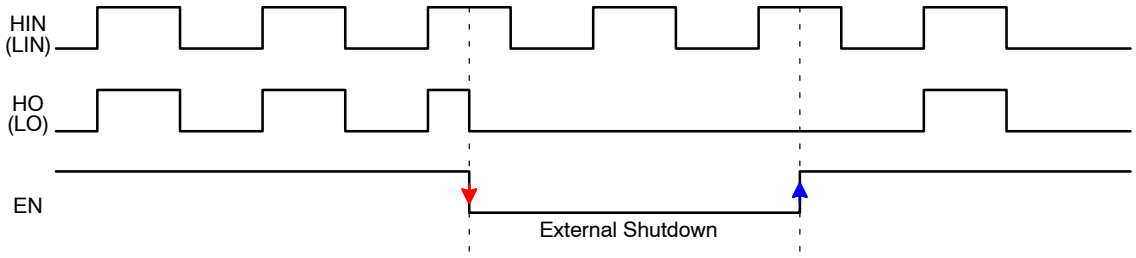

Figure 27. Timing Chart of Enable Function
Enable (EN) is internally pulled low to SGND so the driver is always defaulted to a disabled output status. Similar to HIN and LIN, EN is a Schmitt trigger TTL compatible input. Pulling the EN pin above 2.5 V maximum, enables the outputs, placing the NCP51820 into an active ready state. Due to the nature of high−speed switching associated with GaN power stages, and for improved noise immunity, it is recommended to connect the EN pin to VDD through a 1 kΩ (or less) pull−up resistor. For applications where the EN pin is actively controlled, the EN pin can be driven direct but should be bypassed with a 10 nF decoupling capacitor. As shown in Figure 27, if EN is pulled low during normal operation, the driver outputs are immediately disabled, even terminating an active HIN or LIN pulse mid –cycle during the on−time. When EN is toggled high, during normal operation, a cycle−by−cycle, edge−triggered logic function is employed to prevent shortened, erroneous control pulses from being processed by the output. This behavior is highlighted in Figure 27, where EN transitions high at the same time the HIN (or LIN) input pulse is high. In this way, the NCP51820 is intelligent by waiting until the next rising edge to process the full input signal to the output driver stage.